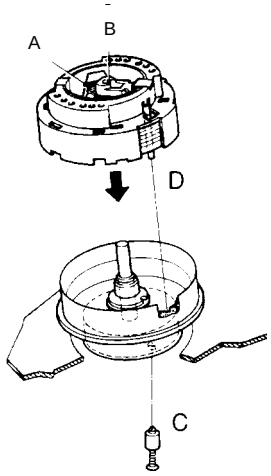

Fig. 7
- Referenzstift "C" (jeder Service-Kopfscheibe beigepackt) durch das Loch im Scannermotor einschieben und die Kopfscheibe solange verdrehen, bis dieser im Loch des Rotors einschnappt (Fig. 7).
- Insert the reference pin "C" (delivered with each service headwheel) into the hole of the scanner motor and turn the headwheel until the pin locks into the hole of the rotor (Fig. 7).